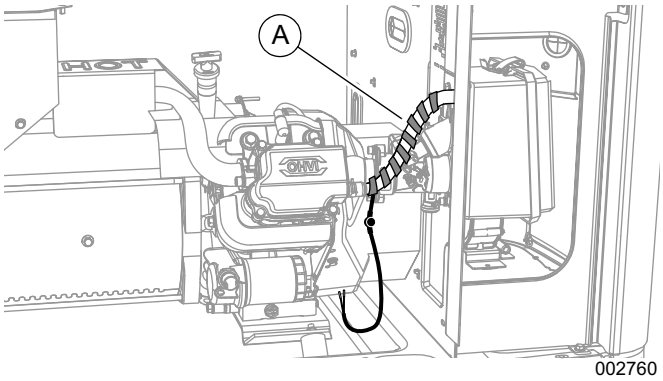

Figure 3. Enveloppement du tuyau du reniflard (série 400)
1. Voir ***Figure 3***. Enroulez le réchauffeur du reniflard (A) autour du tuyau du reniflard, uniformément espacé comme illustré, en veillant à ce que les câbles conducteurs soient en bas. Enveloppez le réchauffeur et le tuyau du reniflard avec une bande d'étanchéité (déjà fournie) pour fixer le réchauffeur.